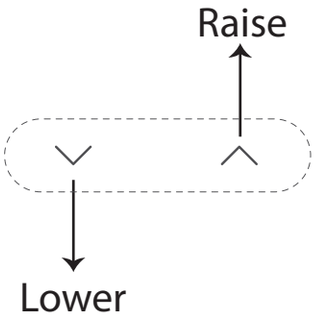

Fig. 13 — Up or Down Arrows (Lower and Raise)
1. Press the **UP** or **DOWN** arrow (Lower or Raise (see Fig.13)) to set the room temperature.